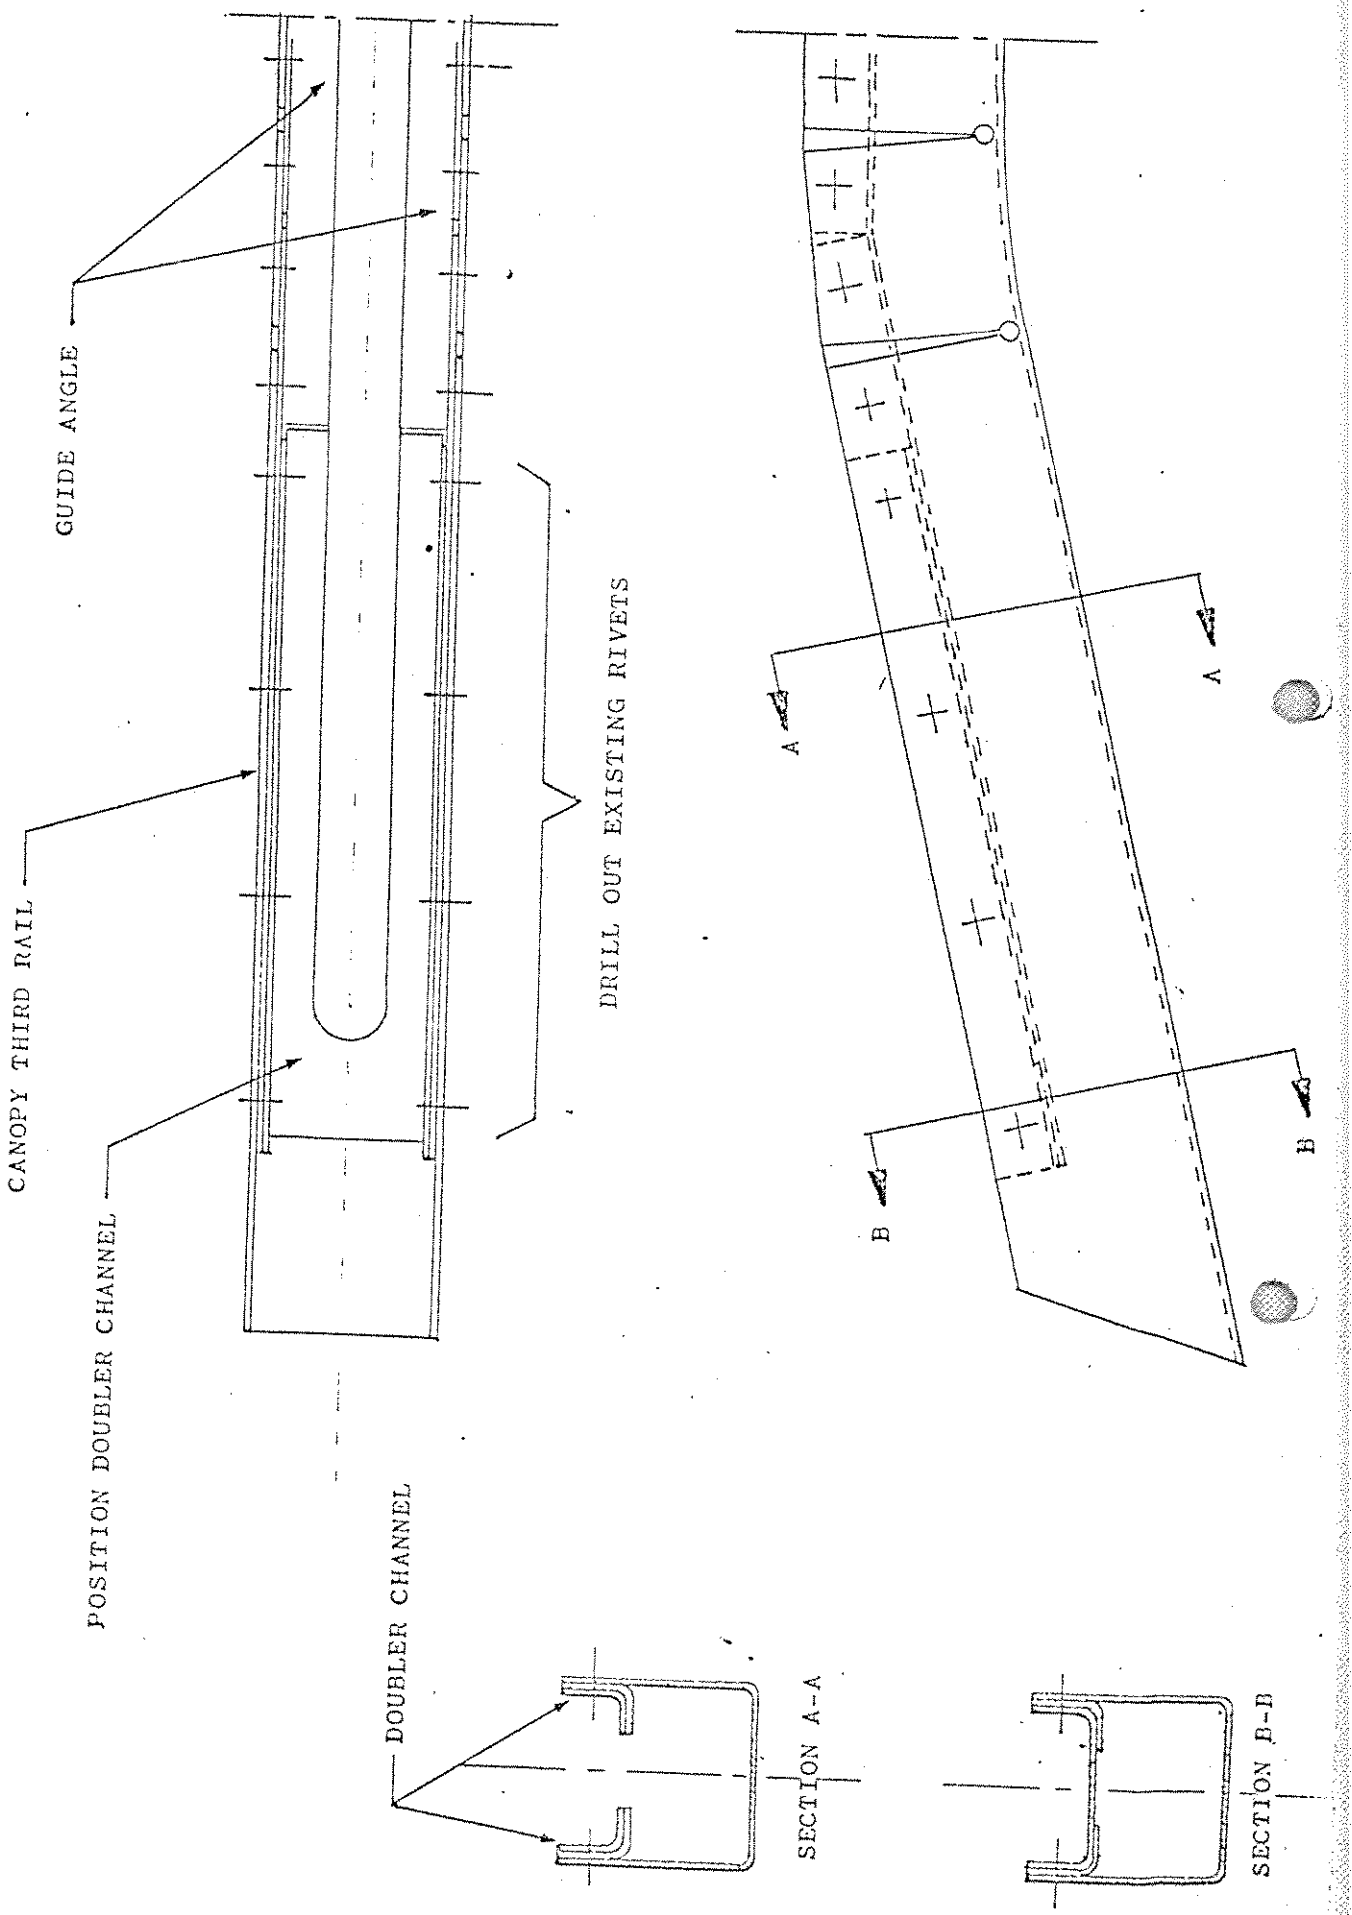

FIGURE 1
8. Drill out the eight existing rivets (four (4) L.H. and four (4) R.H.) at the forward end of the third rail (refer Fig.1)
9. Position the doubler channel Pt No. 02-30010-1 (refer Fig.1) and secure.
14. Reverse the procedures (7) through (2).